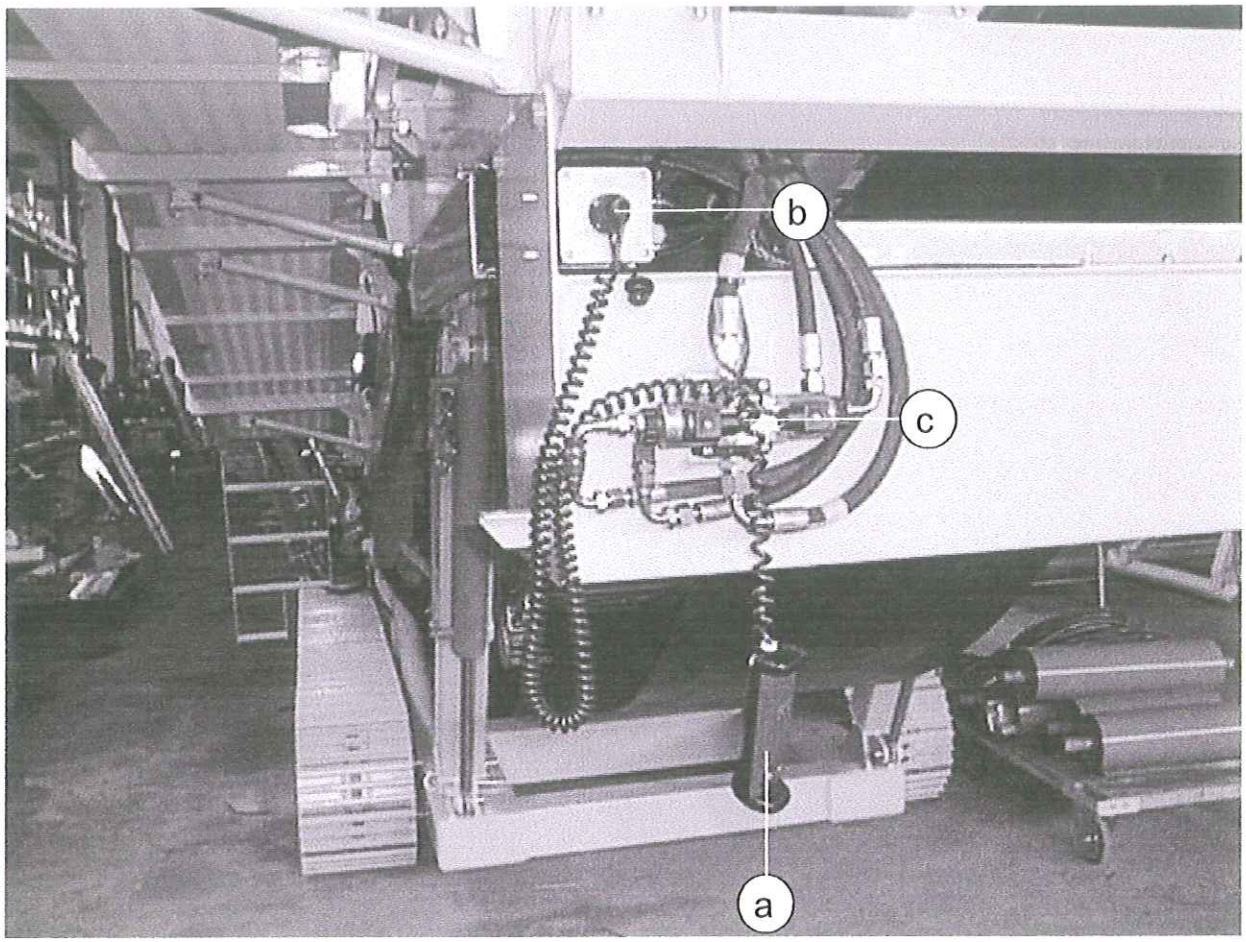

fig. 4.2.8
b) inserire la spina della pulsantiera (indicata dal particolare (a) di fig. 4.2.8), nella presa indicata dal particolare (b) di fig. 4.2.8 e azionare il pulsante di discesa per abbassare la macchina a mezza altezza.
10) Abbassare totalmente la macchina (azionando il pulsante di discesa della pulsantiera indicata dal particolare (a) di fig. 4.2.8) per ridurre l'ingombro in altezza. Se il comando non funzionasse significherebbe che sono stati sollevati troppo i nastri laterali quindi è necessario abbassarli leggermente.